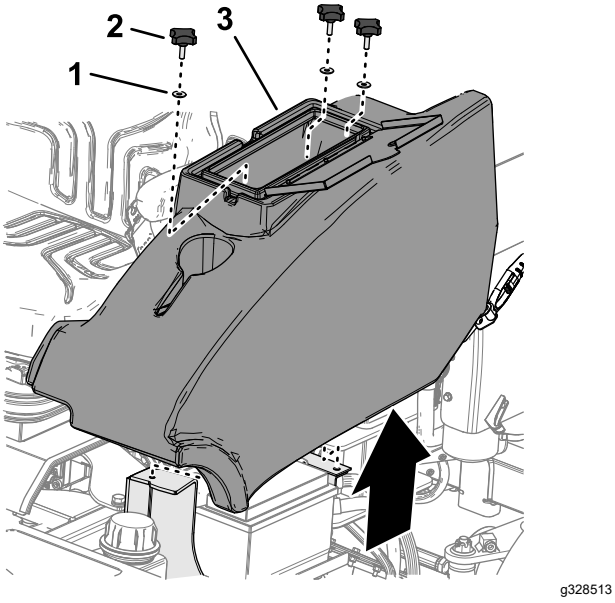

Figur 47
1. Du öppnar luckan till förvaringsutrymmet på förarplattformens vänstra sida (Figur 47).
2. Ta bort de tre vreden och de tre brickorna som fäster förvaringsutrymmet på maskinen och ta bort förvaringsutrymmet (Figur 47).